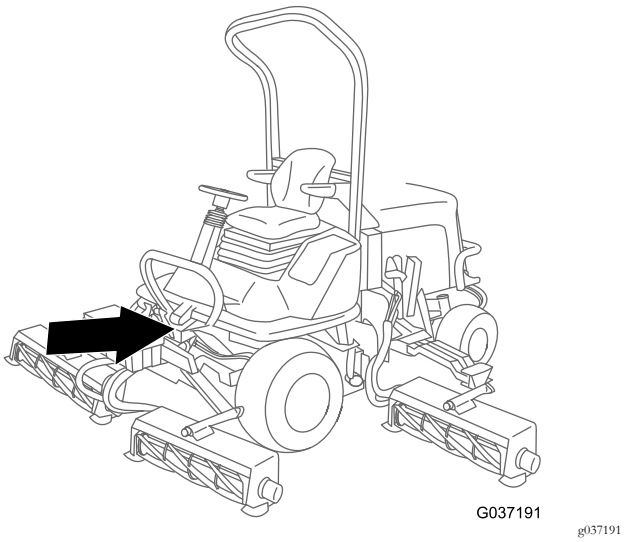

Figura 21
3. Encaminhe o ramo da cablagem com o terminal de anel para a buzina na frente da máquina, por baixo da plataforma do banco (Figura 21).